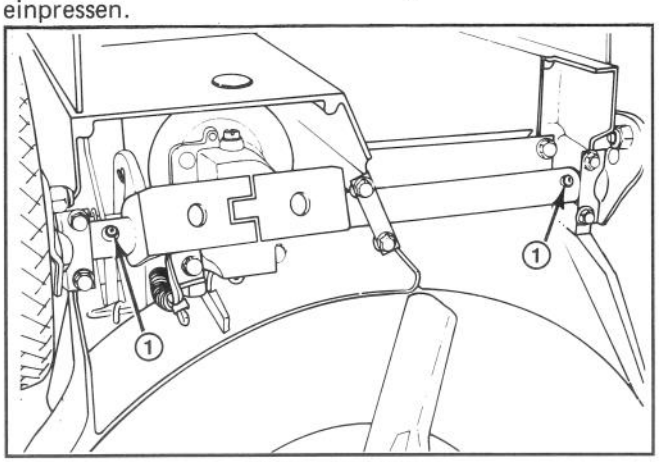

Abbildung 27
2. Den Mäher auf die rechte Seite kippen. Alle Schmiernippel mit einem Lappen sauberwischen (Abb. 27). Eine Fettpresse ansetzen und in jeden Nippel zwei bis drei Hübe Mehrzweckfett #2 auf Lithiumbasis einpressen.